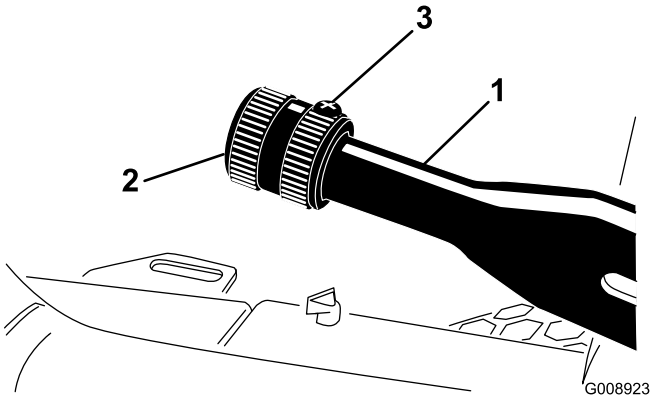

Figur 54
1. Løsn sætskruen, der fastgør skruen til parkeringsbremsehåndtaget (Figur 54).